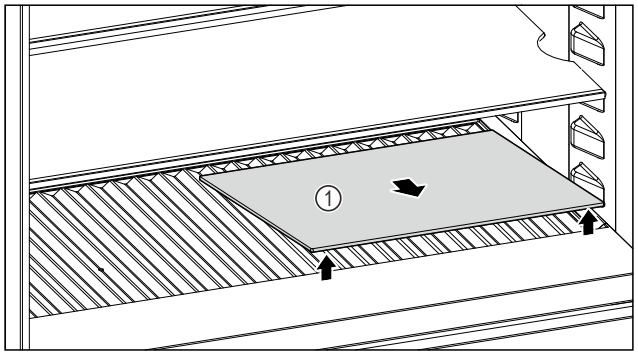

Fig. 166
▶ Soulever la plaque de verre *Fig. 166 (1)* au niveau de l'évidement avant et la retirer.
▶ Entreposer la plaque de verre *Fig. 166 (1)* dans un endroit sûr hors de l'appareil.